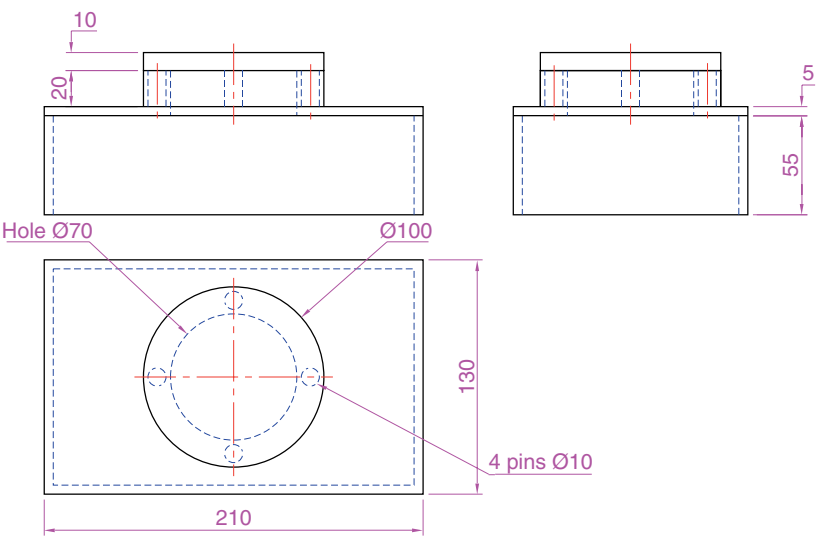

Fig. 15.26 First example – **Section** – orthographic projection
1. Construct a 3D model to the information given in Fig. 15.26 on layers of different colours. Note there are three objects in the model – a box, a lid and a cap.